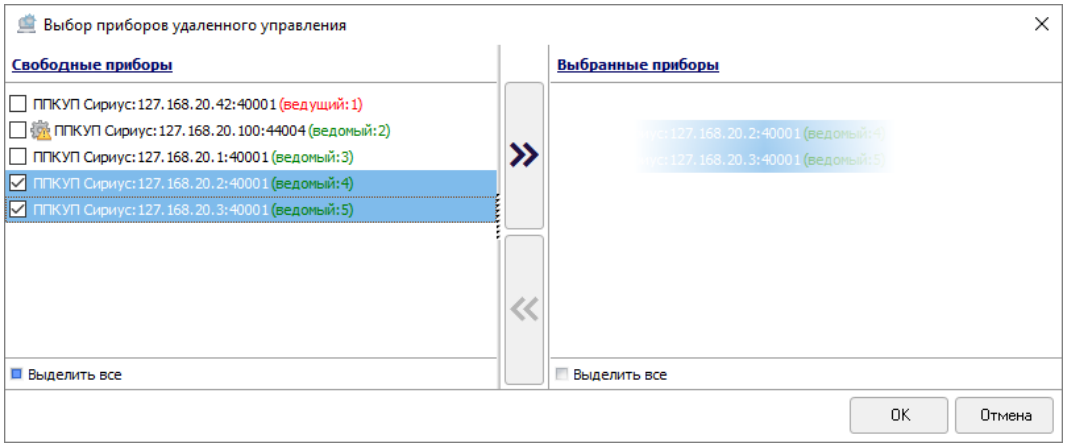

Рисунок 6-266 Выбор ППКУП "Сириус" для добавления межпанельной связи перетаскиванием
– выделите один или несколько ППКУП «Сириус» в области «Свободные приборы» (для выделения сразу нескольких ППКУП «Сириус» нажмите на клавиатуре и удерживайте клавишу <Shift> для выбора диапазона или клавишу <Ctrl> для комбинированного выбора) и перетащите выделенные ППКУП «Сириус» в область «Выбранные приборы» (см. Рисунок 6-266);